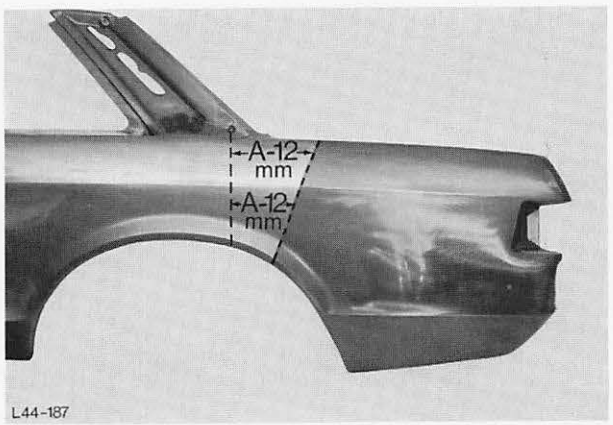

Abb. 184 Ermitteltes Maß „A“ auf das Neuteil übertragen
12. Ermitteltes Maß „A“ auf das Neuteil übertragen, dabei 10–12 mm Materialzugabe für die Überlappung berücksichtigen, Abb. 184.